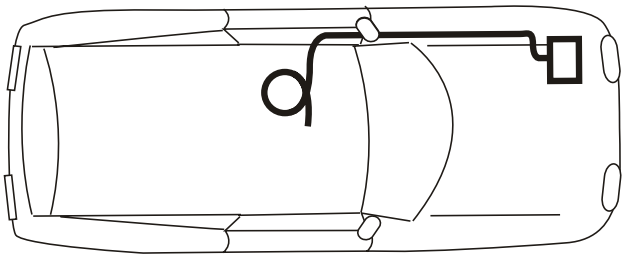

Figure 12-2
3. **Run the vehicle harness under and, when possible, through the vehicle back to the rear cargo area/trunk**, gaining entry into the vehicle through the firewall. *[Figure 12-2]*